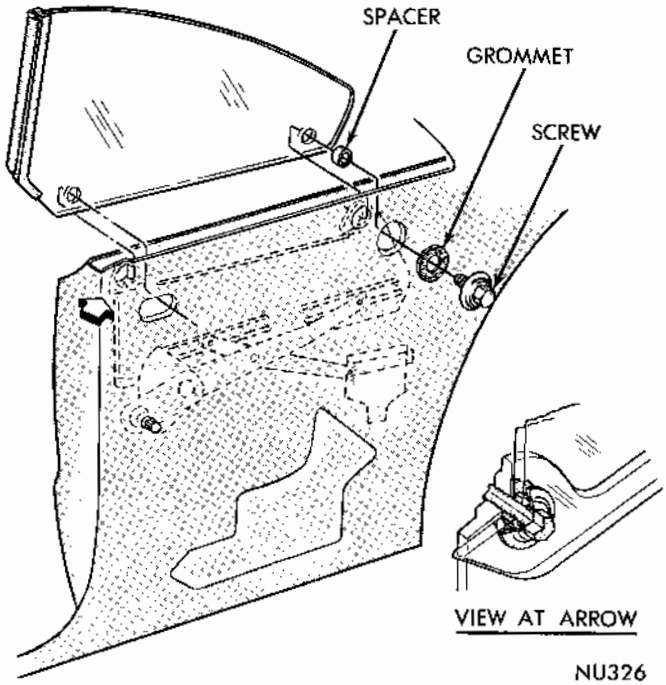

Fig. 35 - Glass Replacement
(1) Align glass lower frame to glass attaching screws with acess holes in quarter inner panel (Fig. 35).
(2) Support glass, remove lower frame to glass attaching screws and remove glass assembly from panel.
(3) Remove spacers from openings in glass.